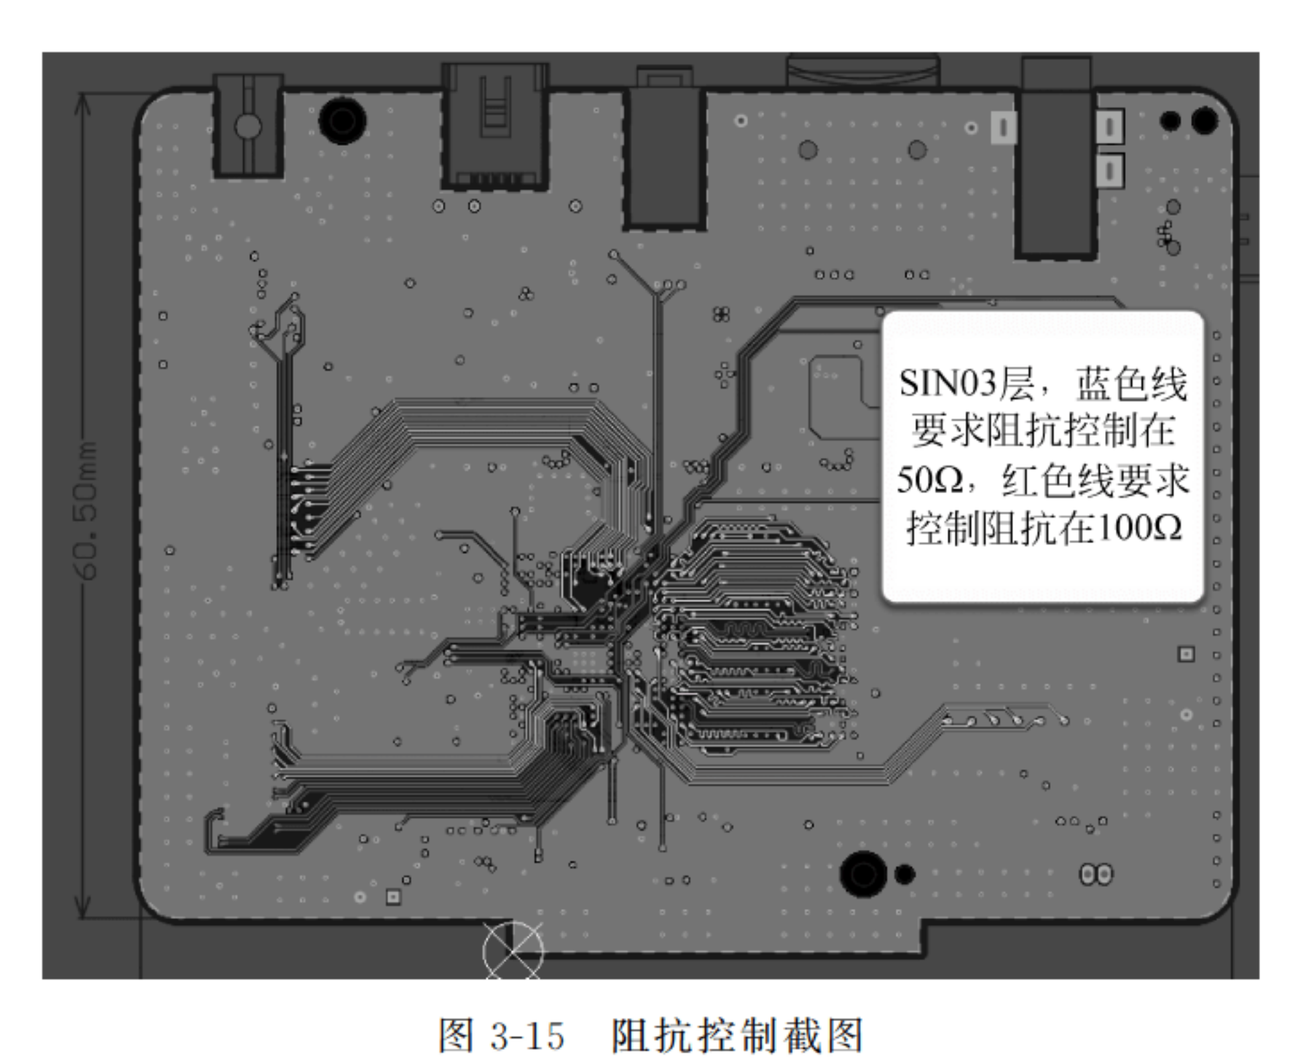

图 3-15　阻抗控制截图
(1) 使用经验值。记录之前做过的阻抗线，在下一次需要时可直接套用。缺陷是一旦参数变化，所使用的经验值就不适用了。
(2) 将阻抗线分类，设置好相应颜色之后截图如图 3-15 所示，给 PCB 厂，由板厂调整控制。缺陷是当板子布线密度较大时，板上可能没有多余的空间进行线宽、线距的调整，板厂无法进行阻抗控制。
(3) 用户根据叠层参数，结合板厂提供的相关资料(板材厚度、介电常数等数据)计算阻抗，按照计算出来的数值走线，同时将阻抗控制截图交给板厂，由它们做最终的微调控制。